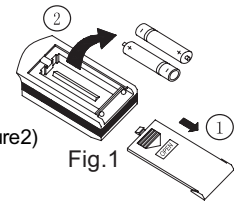

Fig.1
1. Slightly press the place with ⊻ , along the arrowhead direction to push the back cover of wireless remote control. (As shown in figure1)
2. Take out the old batteries. (As shown in figure1)